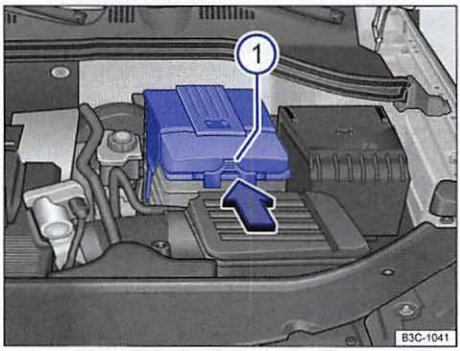

Fig. 133 In the engine compartment: Remove the cover from the vehicle battery.
- *With a hard cover:* Press on the clip ⇒ fig. 133 (1) in direction of the arrow and remove the cover upward.